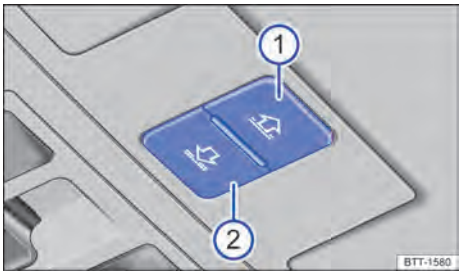

Fig. 84 No revestimento interno do teto: teclas para comandar a cortina de proteção solar.
Os botões → Fig. 84 ① e ② têm dois níveis. Ao pressionar os botões até o primeiro nível, é possível abrir ou fechar a cortina de proteção solar total ou parcialmente.
– Antes que transcorram cerca de 5 segundos desde a ativação do limitador de força, pressione o botão → Fig. 84 ② até que a cortina seja fechada completamente.